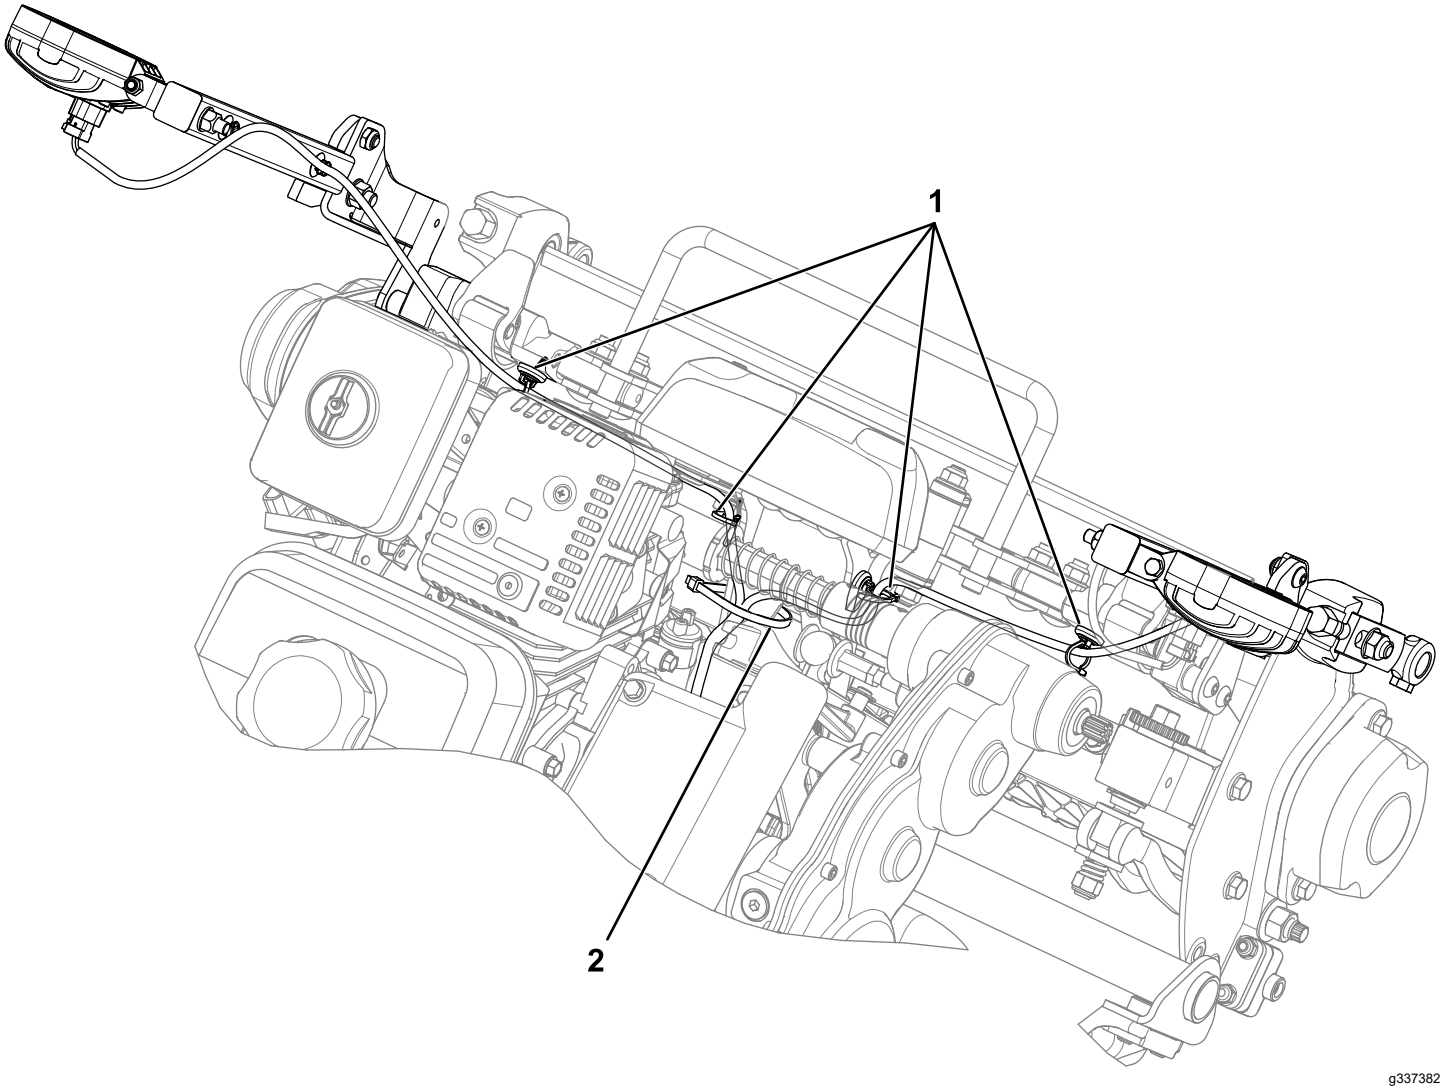

Figure 5
3. Montez les fixations du faisceau sur le cadre aux emplacements indiqués à la Figure 5.
4. Placez le faisceau dans les fixations (Figure 5).
6. Fixez le faisceau de câblage sur le cadre avec un attache-câble (Figure 5).